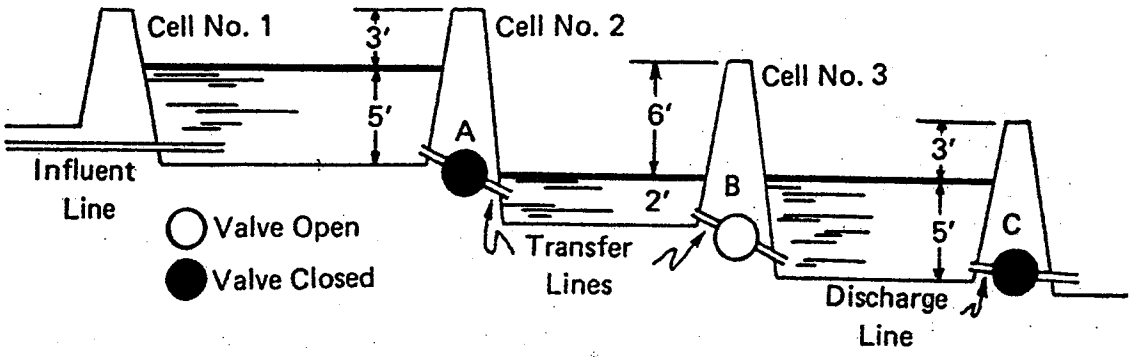

Figure 3. Transfer From Cell No. 2 to Cell No. 3, Split Level System
1. Open valve B and allow wastewater to transfer from Cell No. 2 to Cell No. 3. Valves A and C are securely shut during this time. (See Figure 3.)